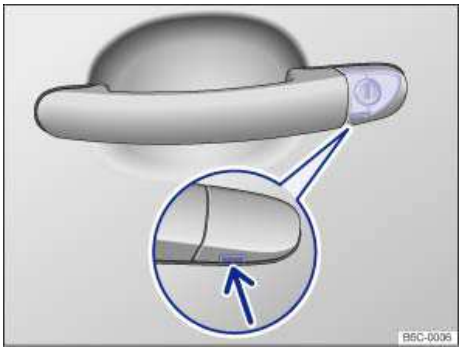

Fig. 150 Door handle on driver door: Concealed lock cylinder.
- Insert the key bit from below into the opening of the cover cap on the driver door ⇒ fig. 150 (arrow) and lift the cover cap off. Grasping the door handle and pulling slightly makes it easier to remove the cap.